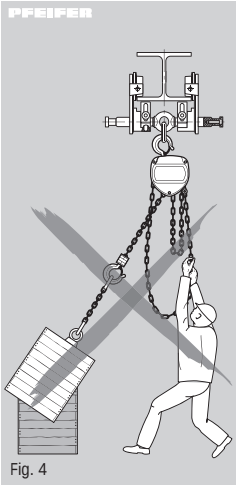

Fig. 4
- Éviter la traction oblique, à savoir la sollicitation latérale de la traverse et des flasques latéraux (Fig. 4). Toujours soulever les charges en ligne droite entre le point de suspension de la traverse et le point de levage de la charge.